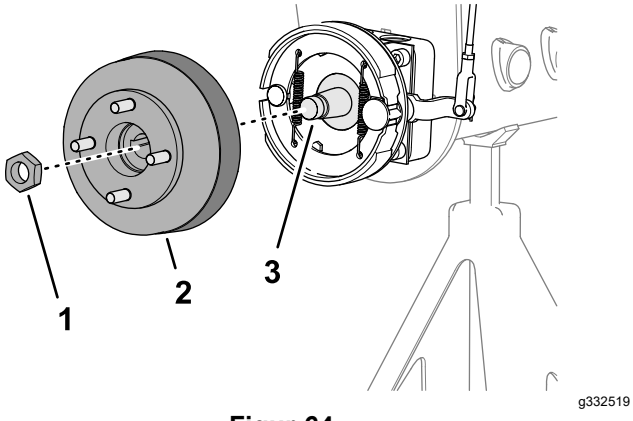
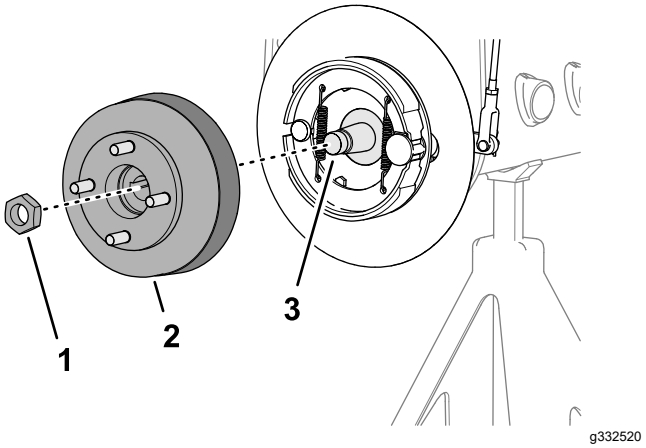

Figur 64
Figur 65
1. Fjern låsemøtrikken, der fastgør navet til hjulmotorakslen (Figur 64 eller Figur 65).
4. Anvend den angivne hjulnavaftrækker til at fjerne hjulnavet og bremsetromlen fra hjulmotorakslen (Figur 64 eller Figur 65).